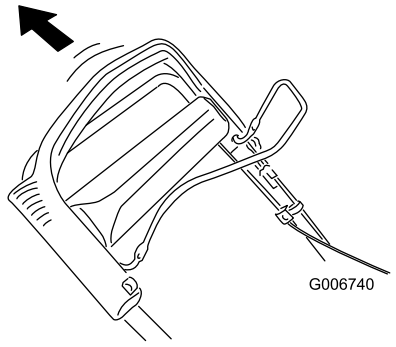

Figur 27
2. Dra det øvre håndtaket så langt tilbake som mulig (Figur 27).